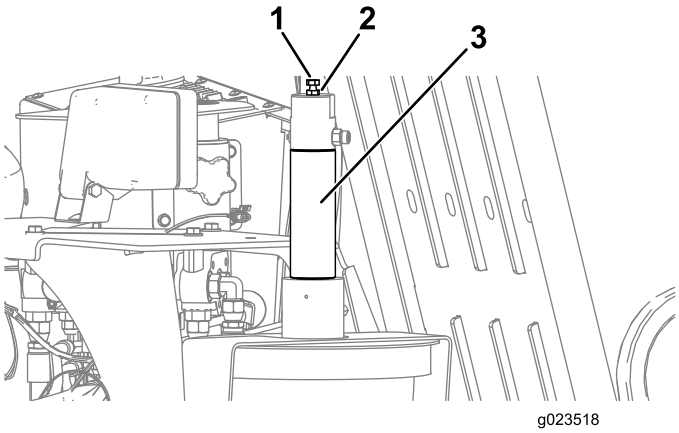

Figure 88
1. Desserrez l'écrou de blocage sur le boulon de réglage situé au sommet du piston de l'applicateur (Figure 88).